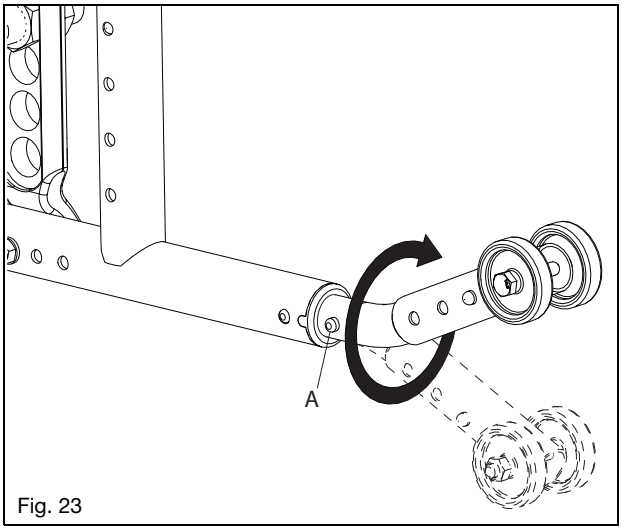

Fig. 23
1. Presione el botón de detención del tubo antivuelco superior (Fig. 23:A).